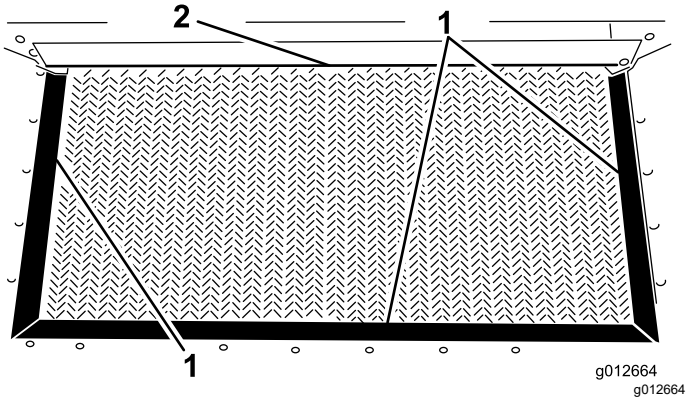

Figuur 27
3. Controleer de afdichtingen van de hopper en de laadkleprand op slijtage of gescheurde randen (Figuur 27).